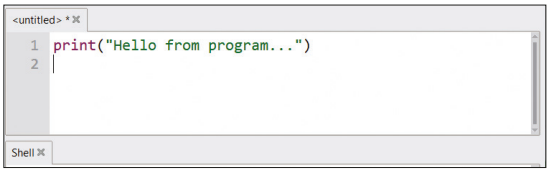

Figure 10.25 Our single-line program test program.
- Enter the single-line program in the editor window of Thonny, as shown in Figure 10.25.